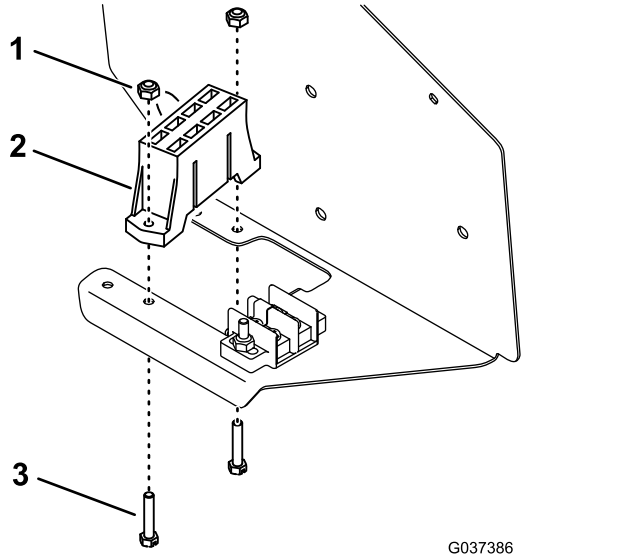

Figur 9
5. Monter sikringsblokken til undersiden av kontrollpanelenheten (ved siden av den eksisterende sikringsblokken) med to skruer og to låsemuttere (Figur 9).
Merk: Monter skruene fra undersiden av panelet som vist i Figur 9.